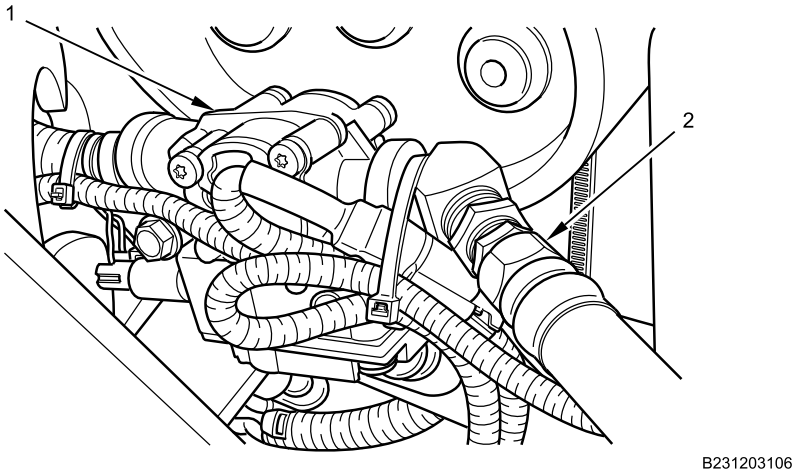

Figure 18. Right Air Brake Chamber Connected.
10. Connect air hose (Figure 18, Item 2) to modulator valve (Figure 18, Item 1).